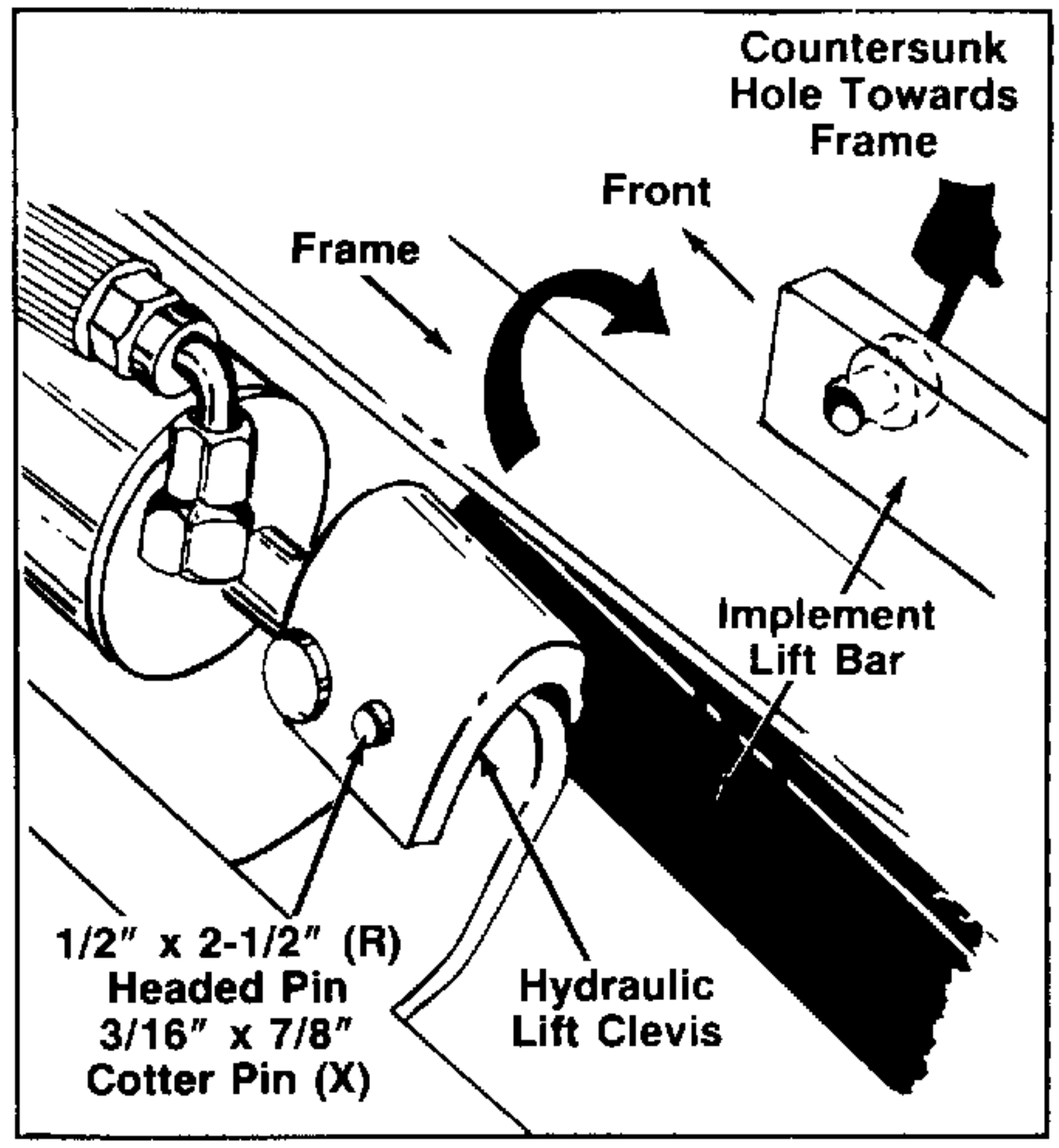

FIGURE 21.
30. Remove headed pin ½" x 1.50" through access hole in frame and attach the implement lift bar to hydraulic lift clevis assembly. See figure 21.